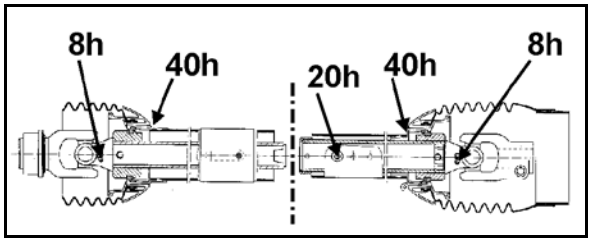

图 136
8. 取下切换开关 F 的盖子（图 136/1）。
将切换开关 F（图 136/2）旋到位置 。